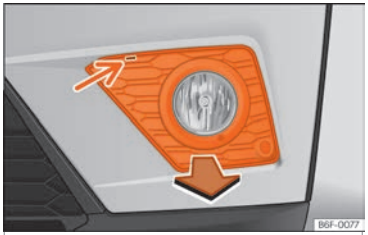

Fig. 55 Farol de nevoeiro: retirar a grelha
– Coloque uma chave de parafusos a fazer de alavanca no entalhe ››› Fig. 55 (seta). Em seguida, retire os grampos situados no contorno da grelha, puxando por ela.